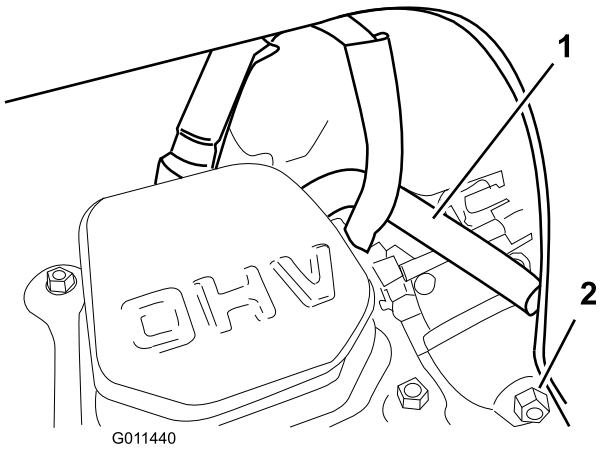

Figur 36
Obs: Kontrollera att ventilatorröret dras ovanför tändkabeln som i Figur 36.
6. Tappa av förgasarbränslet genom förgasarens avtappningsskruv (Figur 36) och in i ett godkänt bensinkärl.